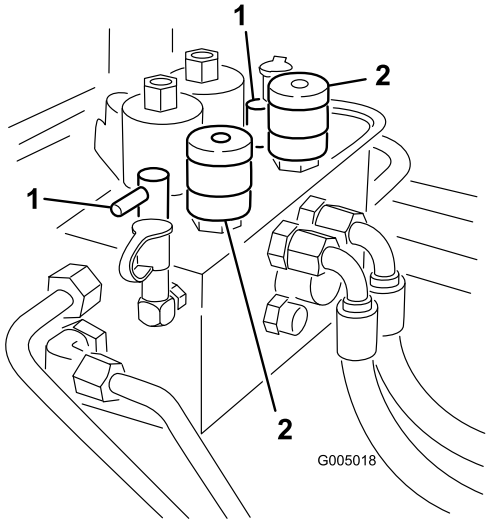

Figura 82
3. Localize os manípulos selectores de velocidade dos cilindros e os manípulos de rectificação (Figura 82). Rode os manípulos (ou manípulo) de rectificação desejados para a posição de rectificação e os manípulos (ou manípulo) selectores de velocidade dos cilindros que pretende para a posição 1.